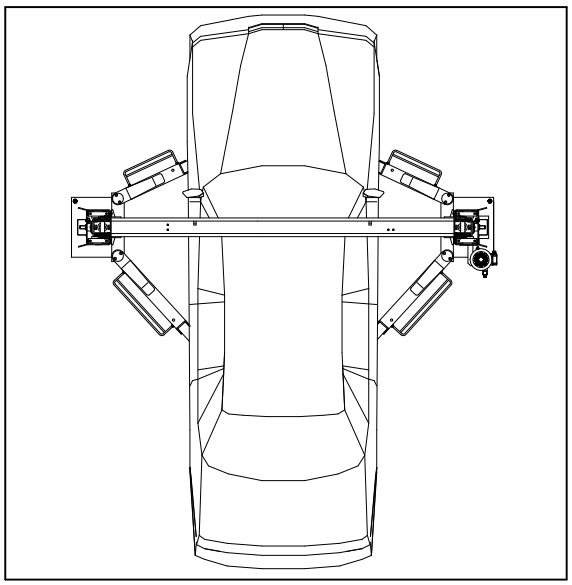

Abb. 10 Korrekt aufgenommenes Fahrzeug
Positionieren Sie das Fahrzeug so, dass sein Gewicht richtig auf die Tragarme verteilt ist (Abb. 10). Für die Sicherheit von Personen und Ausrüstung ist wichtig:
• Das Fahrzeug ist korrekt positioniert (Abb. 10).